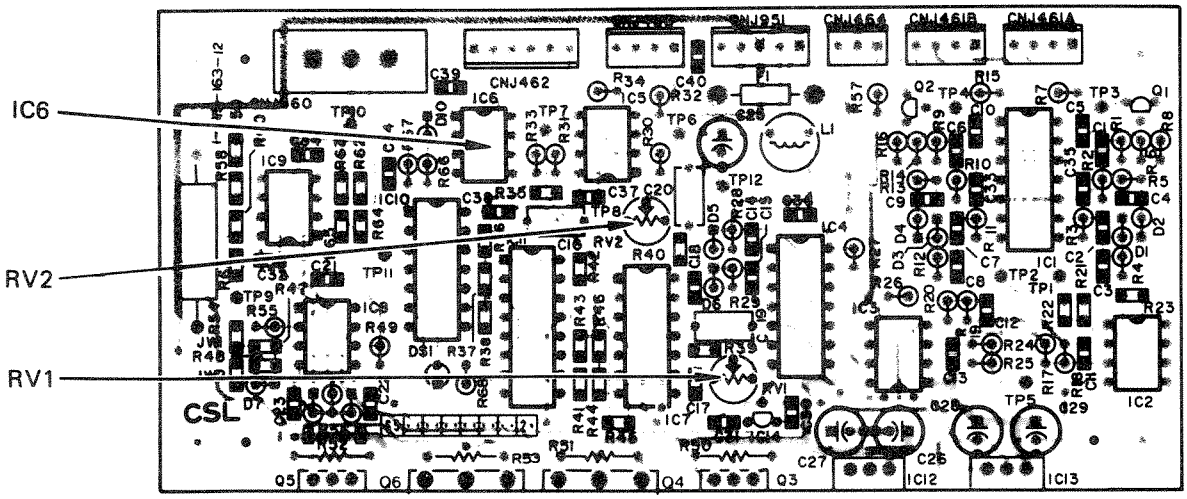

Figure 6-28. CSL PC Board
STEP 2 Adjust RV1 on the CSL Board (see Figure 6-28) to the center position and set RV2 to the fully counter clockwise position.